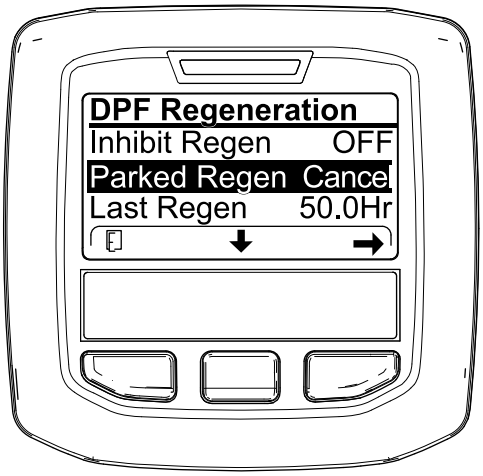
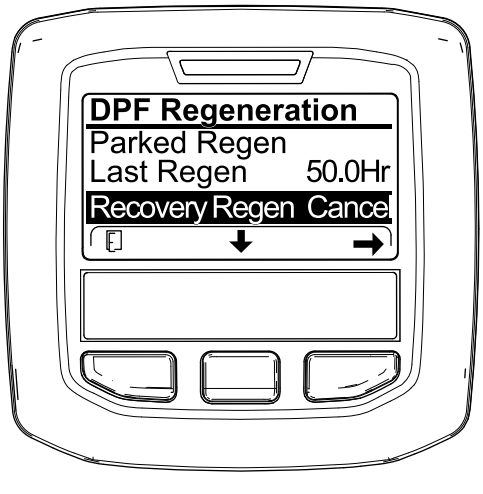

Figur 64
Figur 65
1. Gå till menyn för DPF-regenerering (Figur 64).
2. Tryck på mittknappen för att bläddra ner till alternativet PARKED REGEN CANCEL (avbryt parkerad regenerering) (Figur 64) eller RECOVERY REGEN CANCEL (avbryt återhämtningsregenerering) (Figur 65).
3. Tryck på högerknappen för att välja alternativet Regen Cancel (Figur 64 eller Figur 65).